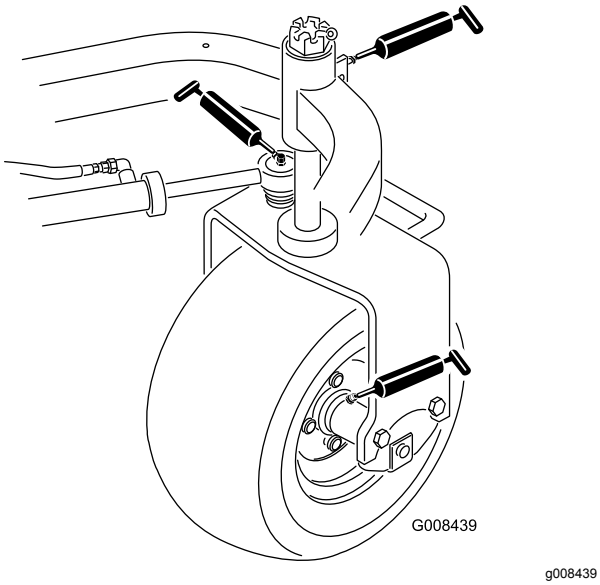

Figur 29
- Bakre hjulnav (ett) (Figur 29)
- Styrehjulslager (ett) (Figur 29)
- Styresylinder (to) (Figur 29)